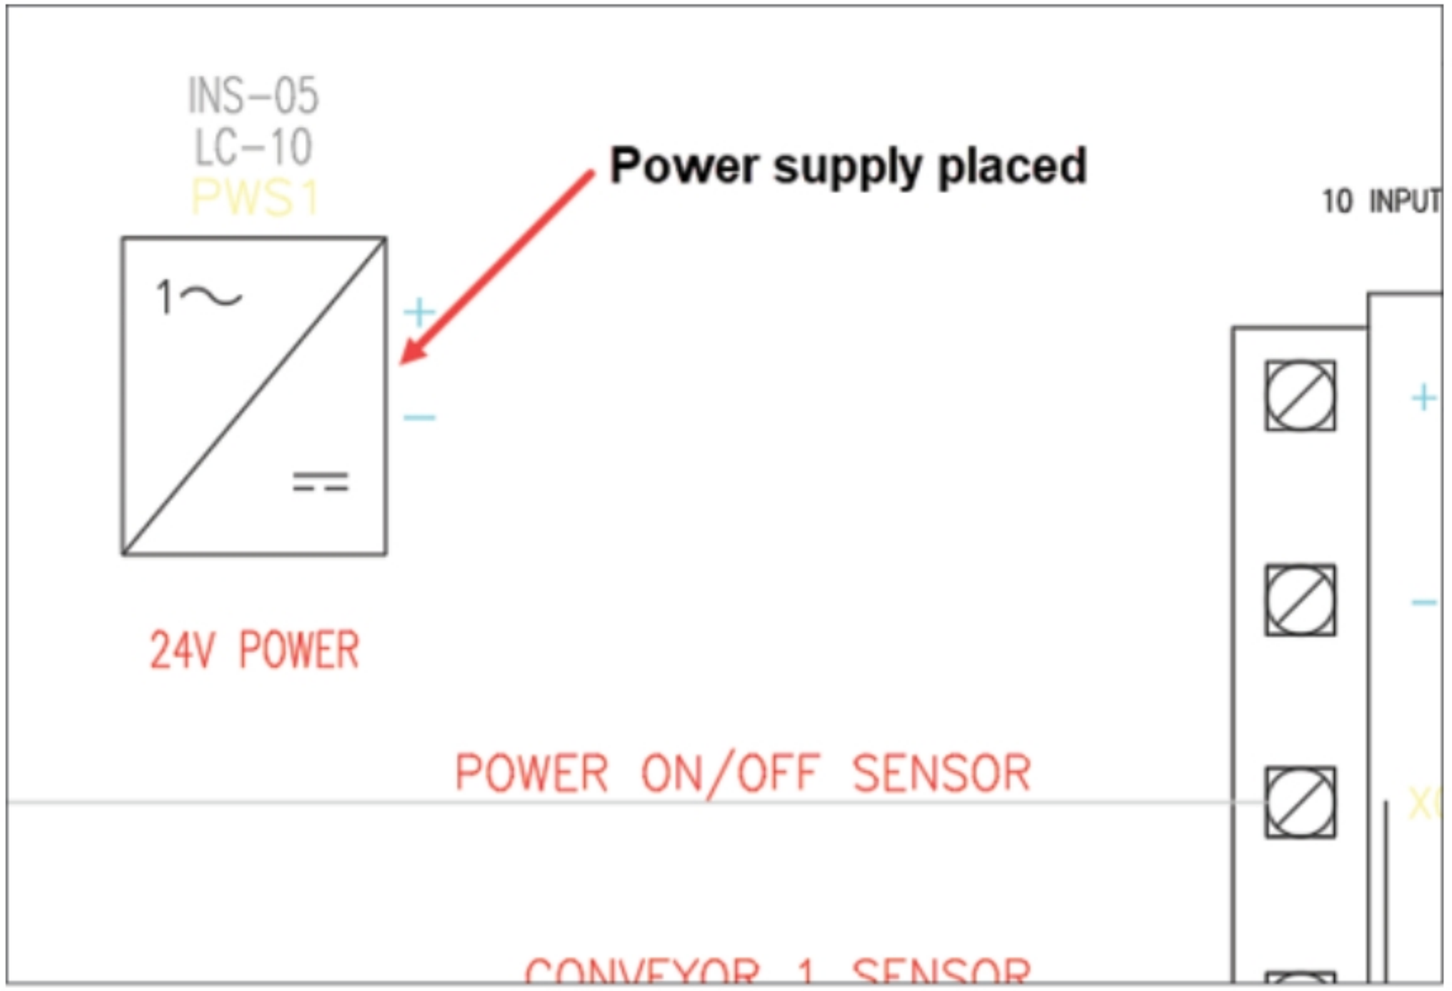

Figure-37. 24VDC power supply placed
- Click on the **OK** button from the dialog box. The power supply will be created; refer to Figure-37.